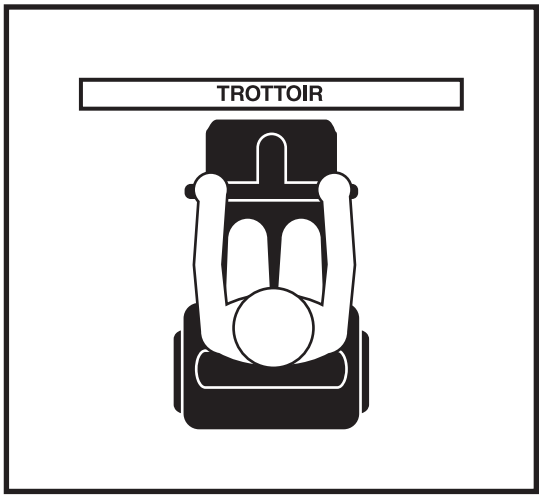

Figure 6. Approche correcte de trottoir
1. Approchez lentement et perpendiculairement la bordure ou l'obstacle. **Voir la figure 6.**